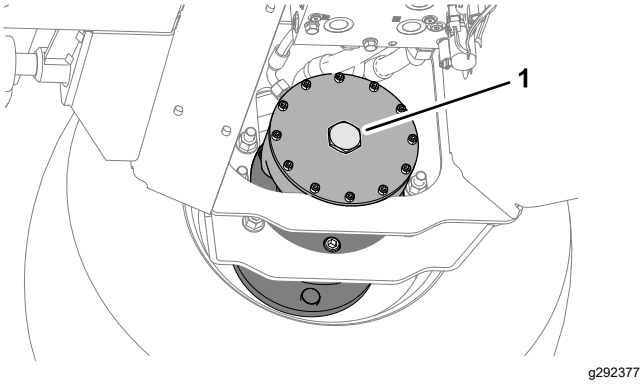

Figur 46
2. Monter sekskantpluggen i motorendeplaten (Figur 46).
6. Legg bort de to boltene (12 x 40 mm) og to skivene (12 mm) som oppbevares i plattformstøttestativet (Figur 46).